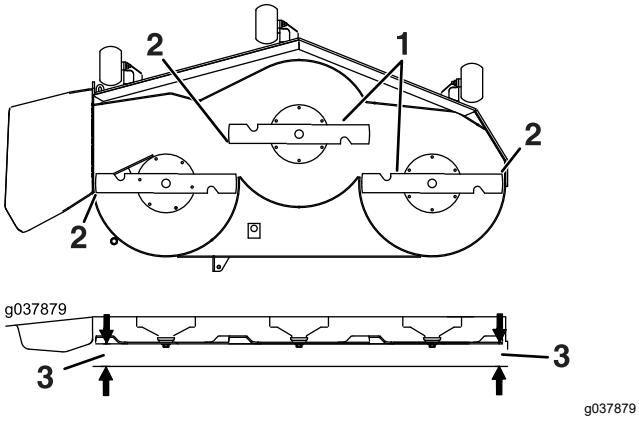

Figure 94
6. Mesurez la distance entre la pointe des lames et le sol plat (Figure 94). Si les deux mesures diffèrent de plus de 5 mm (3/16 po), ajustez l'horizontalité des lames; poursuivez cette procédure.
13. Tournez prudemment les lames pour qu'elles soient parallèles dans le sens transversal (Figure 94).